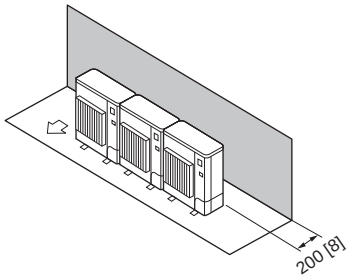

Fig. 2-12
1. Obstacles uniquement à l'arrière (Fig. 2-12)